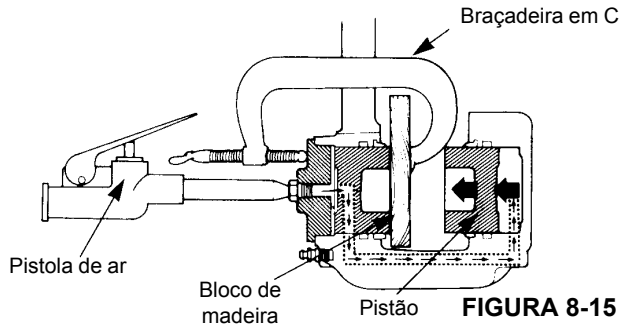

FIGURA 8-15
b. Aplique ar comprimido à conexão de entrada para forçar os pistões para fora da outra carcaça. Se um pistão sair antes do outro, coloque um pedaço de madeira na frente do pistão que saiu primeiro. Aplique ar comprimido para forçar o outro pistão para fora da carcaça. Consulte Figura 8-15.